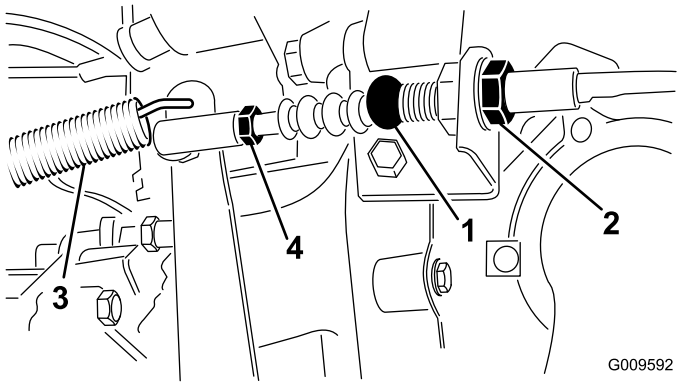

Figuur 70
1. Draai de contramoeren los waarmee de koppelingskabel vastzit aan de beugel op het koppelingshuis (Figuur 70).